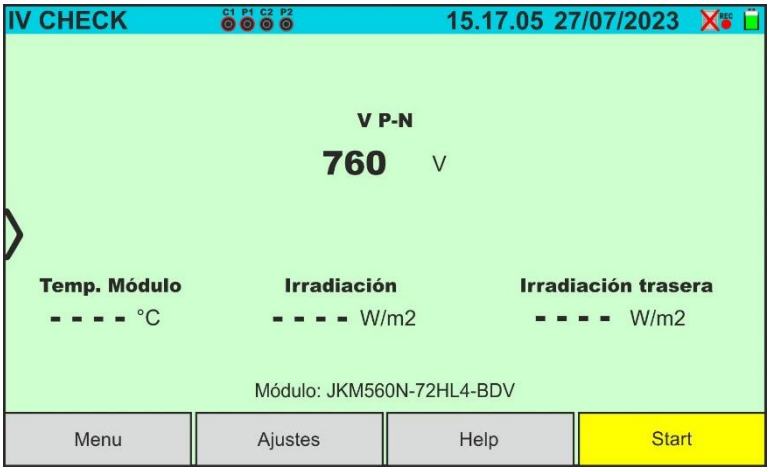

Fig. 75: Pantalla inicial prueba IVCK sin unidad remota sobre módulos Bifaciales
33. En caso de módulos **Bifaciales,** la pantalla de Fig. 75 se muestra en el visualizador. Se muestran los siguientes parámetros: